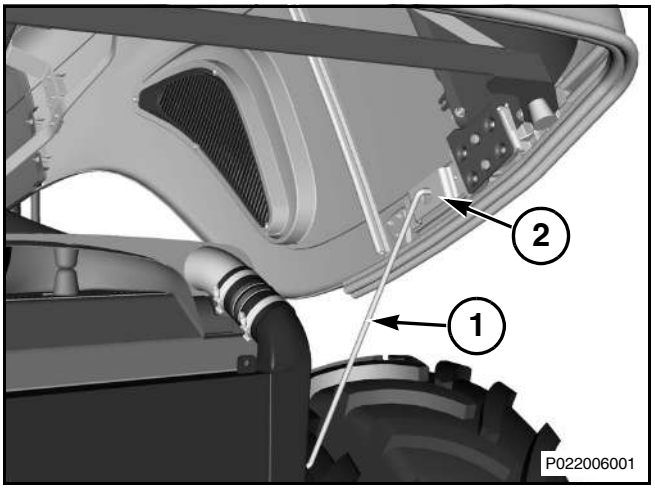

Рис. 19
Рис. 19: Стойка капота (1) - Извлеките нижнюю сторону стойки из держателя (показан на предыдущем рисунке) и поверните ее вверх к капоту. Вставьте конец стойки в отверстие в зажиме (2) для поддержки при открытом капоте. Для возврата в положение хранения, немного поднимите капот, для выведения стойки из скобы, проверните стойку вниз и вставьте в держатель.